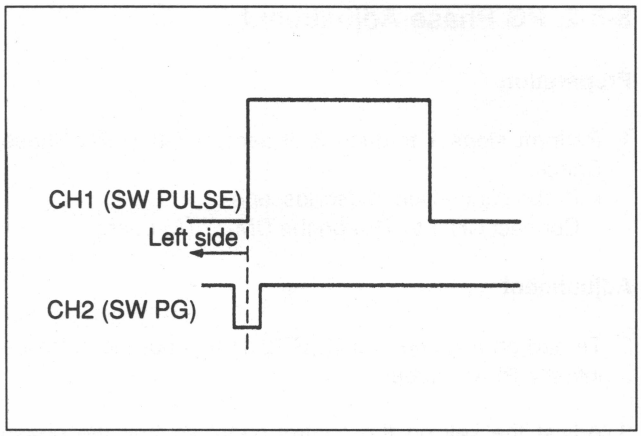

Fig. 8-8-2. PG Phase Check (1)
2. Check that the rising edge of a CH-1 (SW PULSE) pulse shown in Fig. 8-8-2 is located on the left (direction A) with respect to the center of the CH-2 (SW PG) pulse width.